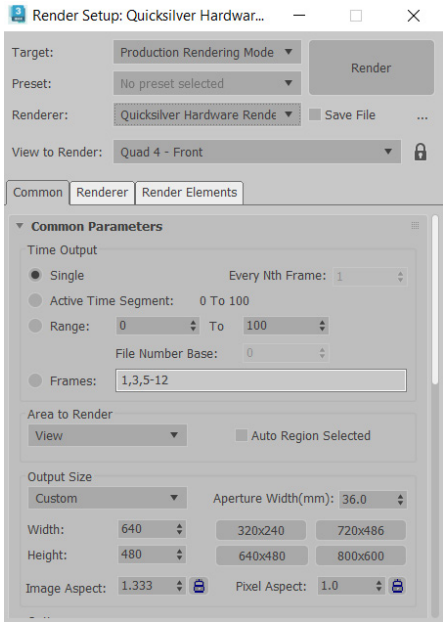
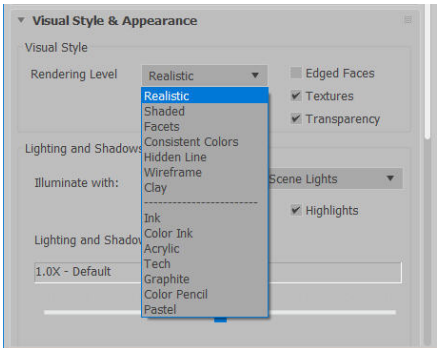

Figure 2-45 The partial view of ***Render Setup: Quicksilver Hardware Renderer*** *dialog box*
Figure 2-46 The ***Rendering Level*** *drop-down list*
3. Choose the **Renderer** tab; various rollouts will be displayed, refer to Figure 2-45. In the **Visual Style** area of the **Visual Style & Appearance** rollout, various options are available in the **Rendering Level** drop-down list, as shown in Figure 2-46.